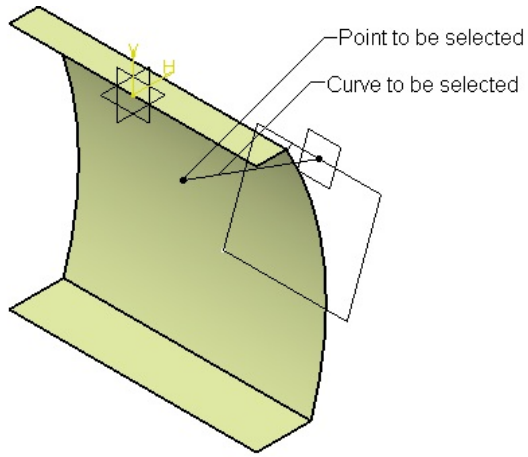

Figure 11-75 *Curve and its endpoint selected*
9. Now, using the **Plane** tool, create another plane normal to the curve by selecting the curve and its endpoint, as shown in Figure 11-75.